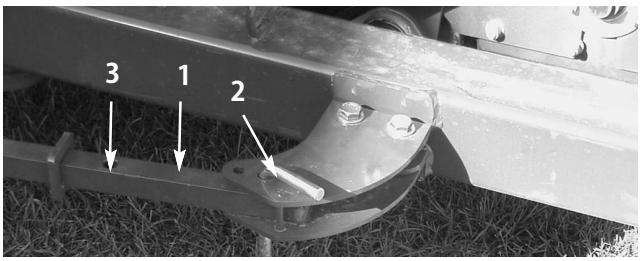

図34
2. アクチュエータ・アームを前アクチュエータ・タブに固定しているヒッチ・ピンを抜く（図 34）。
4. ヒッチ・ピンを取り付けてアクチュエータ・アームを前アクチュエータ・タブ （図 34）に固定する。